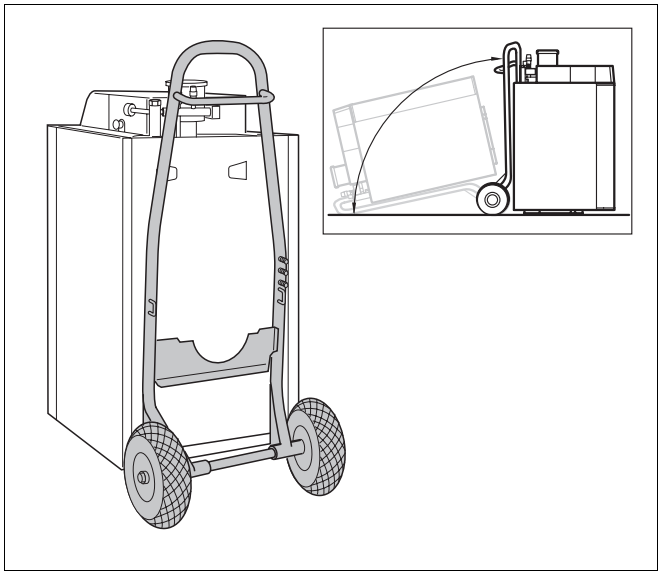

Rys. 18 Montaż śrub poziomujących przy użyciu wózka kołowego
- Kocioł grzewczy przechylić do tyłu za pomocą wózka kołowego (rys. 18).